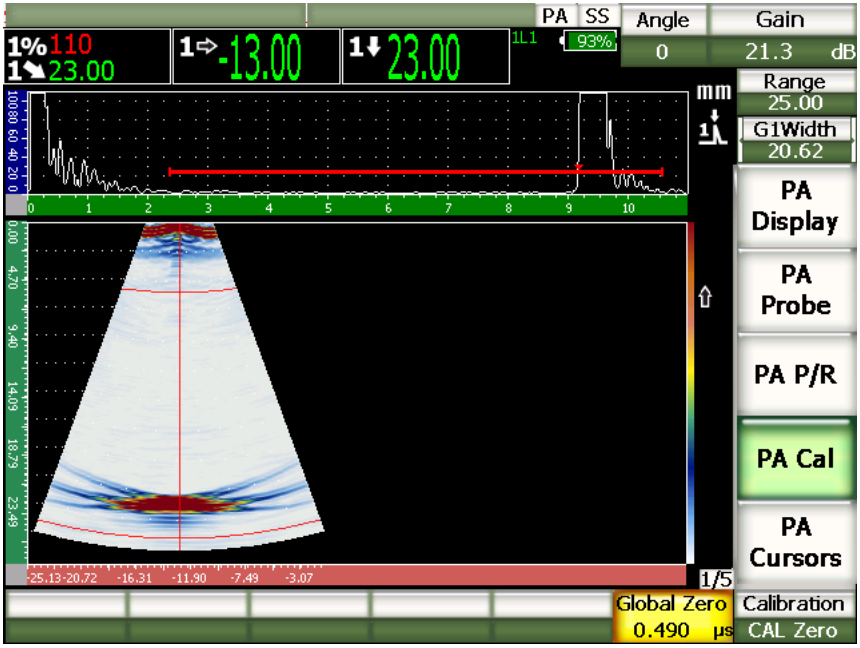

Figure 12-9 Adjusting the global zero offset
4. Select **PA Cal > Calibration = CAL Zero**, and then adjust the **Global Zero** parameter as desired (see Figure 12-9 on page 317).